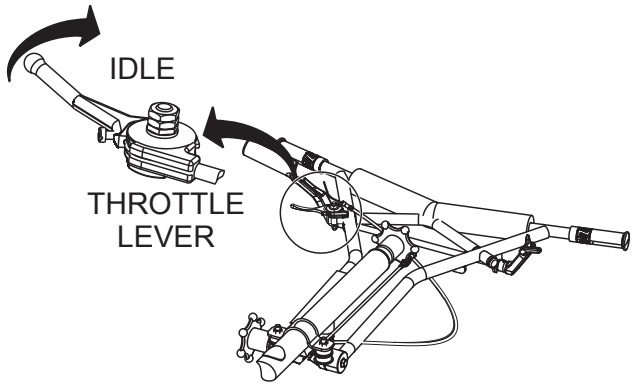

Figure 34. Throttle Lever (Idle)
3. Place the throttle lever in the **IDLE** position (Figure 34).